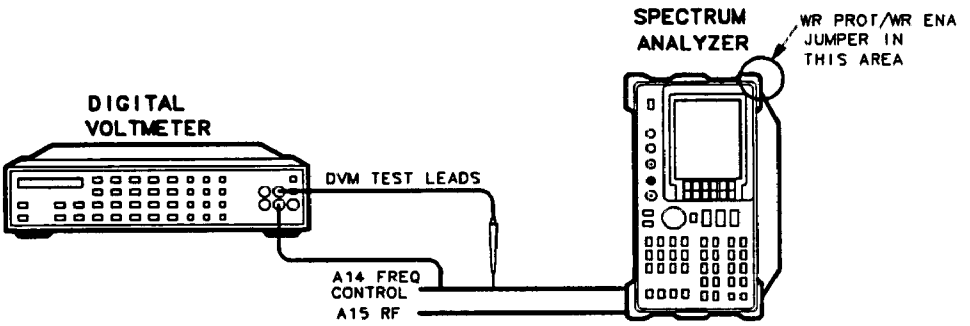

Figure 2-10. Dual Band Mixer Bias Adjustment Setup
1. Connect the equipment as shown in Figure 2-10. Connect the positive DVM probe lead to A14J19 pin 13. Connect the ground lead to pin 6 of A14J19. Set the HP 3456A to 10 V dc range with 10 mV resolution.
3. On the HP 8562A/B, place the WR PROT/WR ENA jumper on the A2 Controller Assembly in the WR ENA position. Press (PRESET), (SPAN), ZERO SPAN, (FREQUENCY), (3), (GHz), (INT), and MIXER BIAS. The current mixer bias DAC value for Band 1 should be displayed in the active function area of the display.
5. On the HP 8562A/B, press (FREQUENCY), (8), (GHz), (INT), and MIXER BIAS. The current mixer bias DAC value for Band 2 should now be displayed in the active function area.
7. On the HP 8562A/B, press (FREQUENCY), (1), (5), (GHz), (INT), and MIXER BIAS. The current mixer bias DAC value for Band 3 should now be displayed in the active function area.
9. On the HP 8562A/B, press (FREQUENCY), (2), (0), (GHz), (INT), and MIXER BIAS. The current mixer bias DAC value for Band 4 should now be displayed in the active function area.